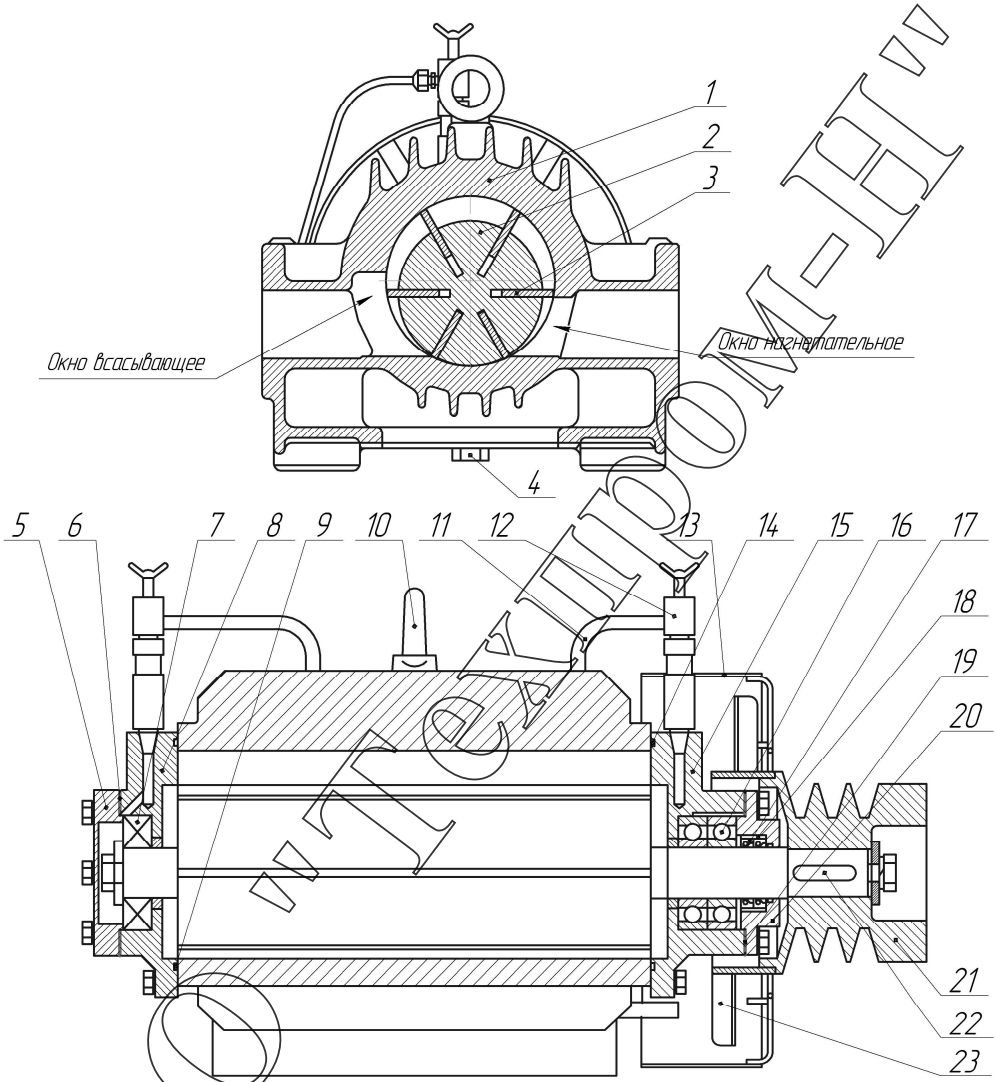

Рис.2. Компрессор в разрезах.
Основными элементами конструкции компрессора (рис. 2) являются: корпус (1) и ротор (2) с текстолитовыми пластинами (3).